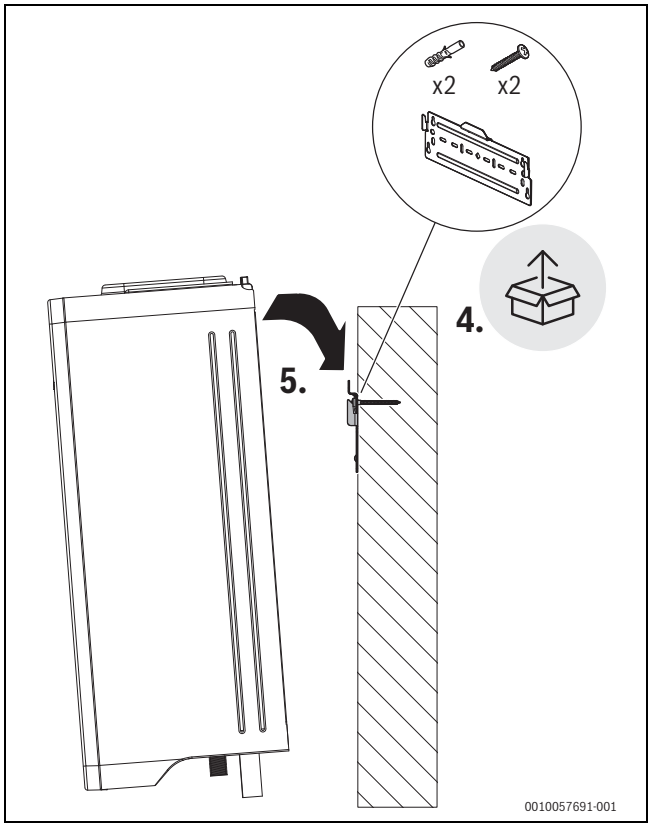

Afb. 10 Muurbeugel
5. Hang het toestel aan de muurbeugel (Afb. 10).